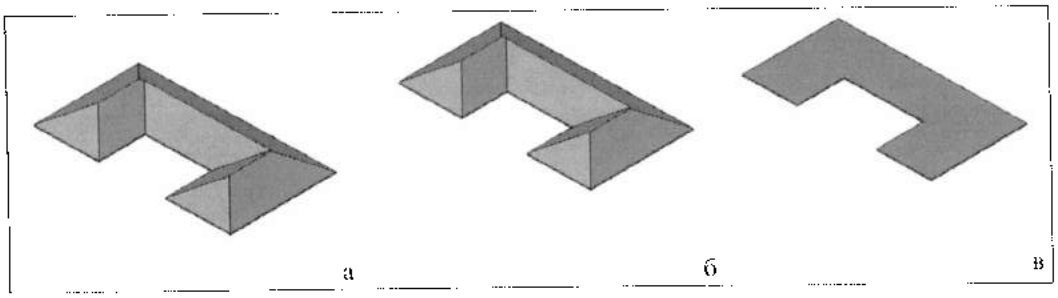

Рис. 27.14. *Варианты крыш*
2. Построить крышу (рис. 27.14):